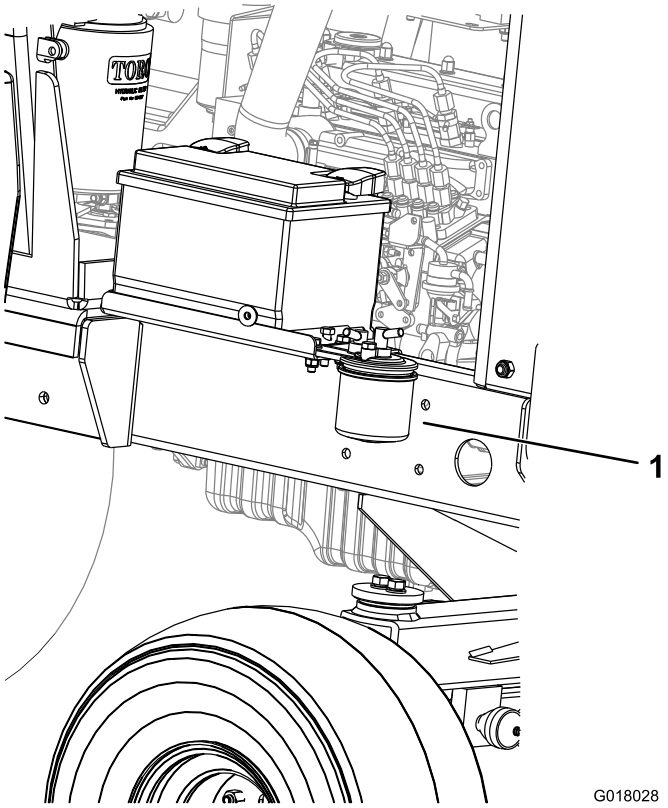

Figura 38
1. Coloque um recipiente limpo debaixo do recipiente do filtro de combustível (Figura 38).